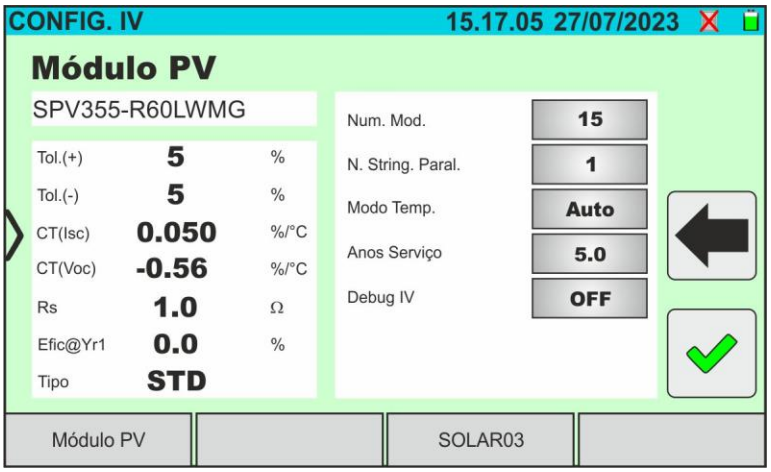

Fig. 37: Definições dos parâmetros test I-V sem unidade remota
6. Tocar no botão "**Config.**" (referência ao módulo Monofaciais). O ecrã seguinte é apresentado na Fig. 37. São apresentados os seguintes parâmetros: